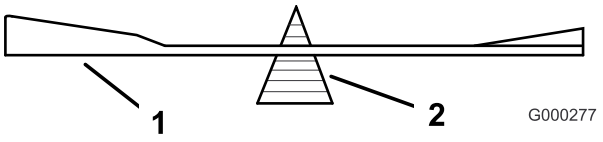

Figur 96
2. Kontrollera knivens balans med en knivbalanserare (Figur 96).